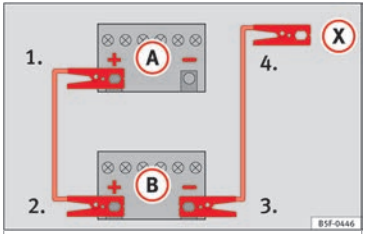

Fig. 69 Diagram of connections for vehicles without Start-Stop system.
2. Connect one end of the *red* jump lead to the positive (+) terminal of the vehicle with the flat battery (A) ››› Fig. 69.
3. Connect the other end of the *red* jump lead to the positive terminal (+) in the vehicle providing assistance (B).
4. *For vehicles without Start-Stop system:* connect one end of the *black* jump lead to the negative terminal (–) of the vehicle providing the current (B) ››› Fig. 69.